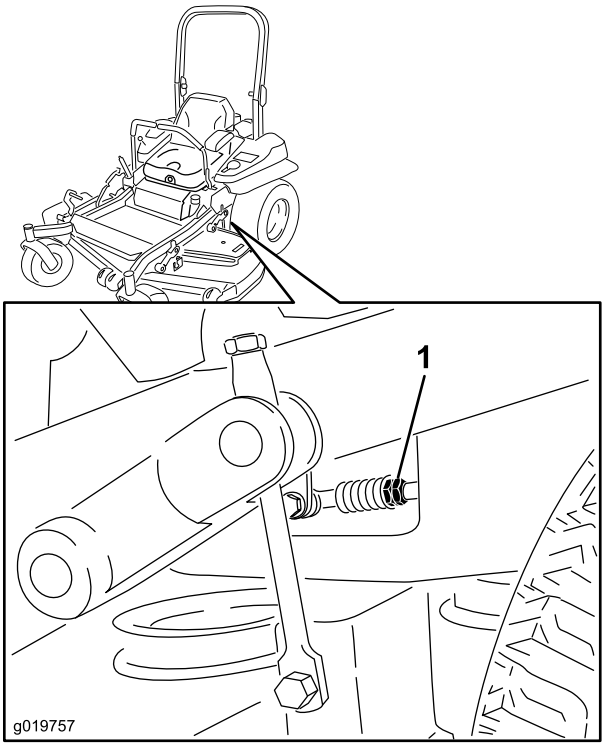

Figur 81
8. Justera längden på pumpens reglerstav genom att vrida de dubbla muttrarna på staven i lämplig riktning tills hjulen står stilla eller långsamt kryper bakåt (Figur 81).